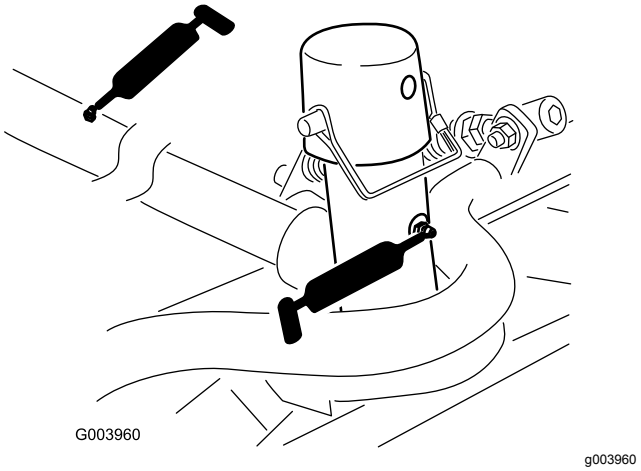

Figur 38
- Klippenhetens bärram och svängtapp (2 var) (Figur 38)